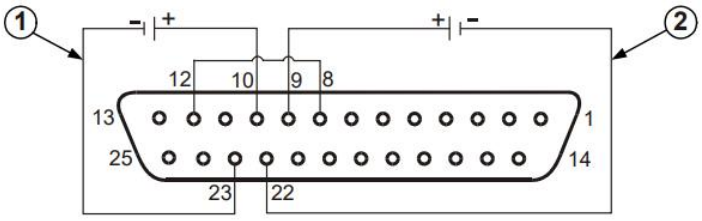

图 3.16 输出电压和电流的电压编程引脚连接
- 在 J1 引脚 8 和 J1 引脚 12 之间连接短路如下图 3.16 所示。
- 将编程电源连接到 J1 的配合插头（见下图 3.16）。观察电压源的正确极性。
电压编程引脚连接方式如图3.16所示，图中: